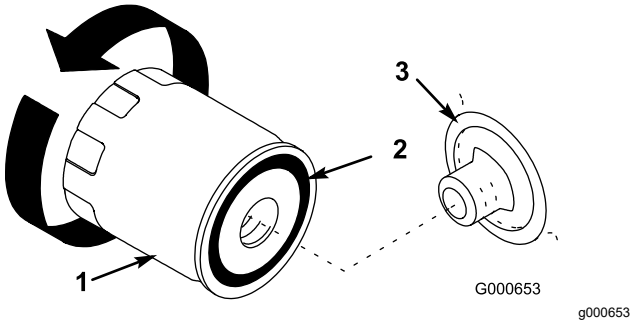

Figuur 27
7. Verwijder het oude filter en veeg de pakking van het filtertussenstuk (Figuur 27) schoon.
10. Smeer een dun laagje schone olie op de rubberen pakking van het nieuwe filter (Figuur 27).
11. Plaats het nieuwe filter op het filtertussenstuk. Draai het oliefilter rechtsom totdat de rubberen pakking contact maakt met het filtertussenstuk. Draai het filter vervolgens nog eens ½ slag (Figuur 27).